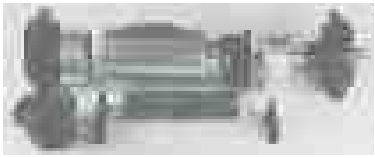

Fig.31
② ボンネットF, R、センターシリンダ、スペーサ、BFダイヤフラムR及びピストン・ロッド／BFダイヤフラムF Ass'y等をばらばらにする。（Fig.31）